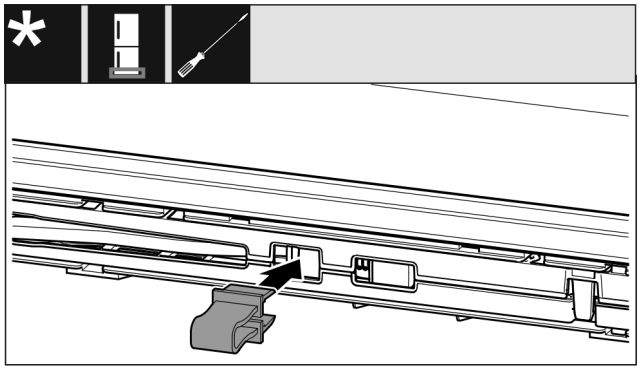

Fig. 18
▶ Fixați în poziție siguranța în deschizătură. (vezi Fig. 18)